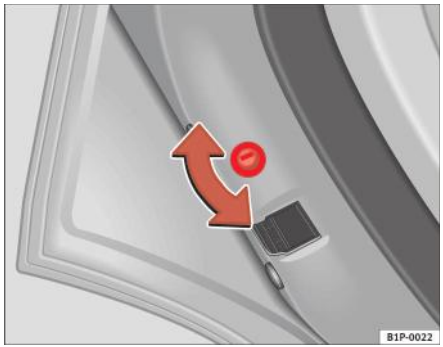
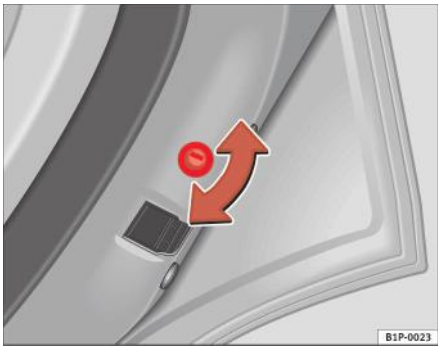

Fig. 60 Încuietoarea de siguranță pentru copii de pe uşa din stânga
Fig. 61 Încuietoarea de siguranță pentru copii de pe uşa din dreapta
– Cu uşa deschisă, rotiți canelura din uşă utilizând cheia, spre dreapta pentru uşile de pe partea stângă şi spre stânga pentru uşile de pe partea dreaptă ⇒ fig. 60, ⇒ fig. 61.
– Cu uşa deschisă, rotiți canelura din uşă utilizând cheia, spre dreapta pentru uşile de pe partea dreaptă şi spre stânga pentru uşile de pe partea stângă ⇒ pagina 102, fig. 60, ⇒ pagina 102, fig. 61.